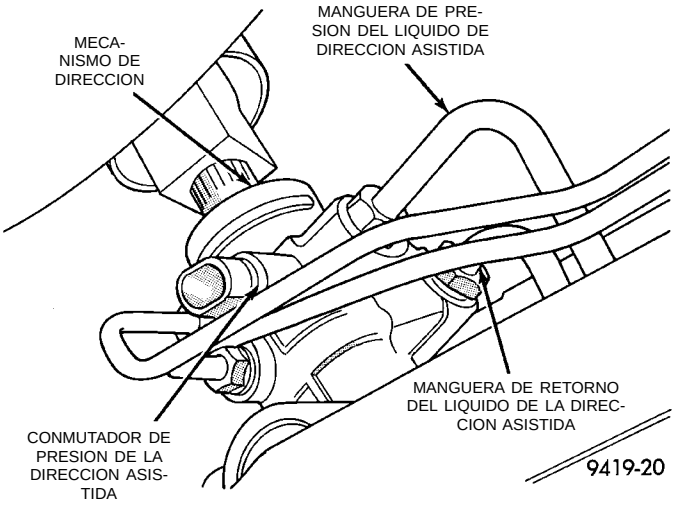

Fig. 10 Mangueras de presión y de retorno del líquido de dirección asistida
(9) Si el vehículo está equipado con dirección asistida, retire las mangueras de presión y de retorno del líquido de dirección asistida (Fig. 10) del conjunto del mecanismo de la dirección asistida.
(4) Si el vehículo se encuentra equipado con dirección asistida, instale las mangueras de presión y retorno del líquido de transmisión asistida dentro de los orificios de líquido en el conjunto del mecanismo de dirección asistida (Fig. 10). Apriete las tuercas de los conductos de presión y retorno de líquido de dirección asistida al tubo del mecanismo de dirección (Fig. 10) con una torsión de 31 N·m (275 libras pulgada).
(5) Si el vehículo se encuentra equipado con dirección asistida, instale la abrazadera de guía de las